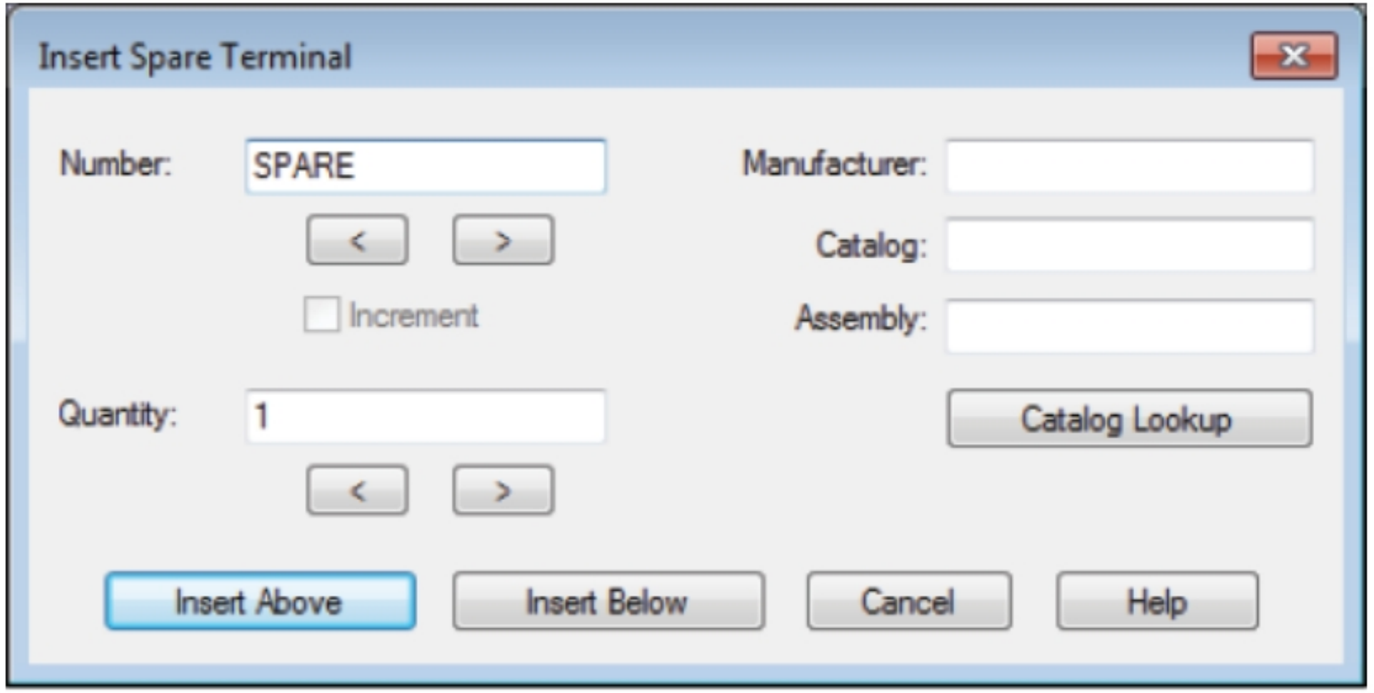

Figure-32. Insert Spare Terminal dialog box
- You can insert a spare terminal before or after the selected terminal by using the **Insert Spare Terminal** button from this area. To do so, select a terminal and click on the **Insert Spare Terminal** button from the **Spare** area. The **Insert Spare Terminal** dialog box will be displayed; refer to Figure-32. Specify the terminal number in the **Number** edit box. Set the manufacturer data and quantity, and then click on the **Insert Above** or **Insert Below** button to insert the space terminal.